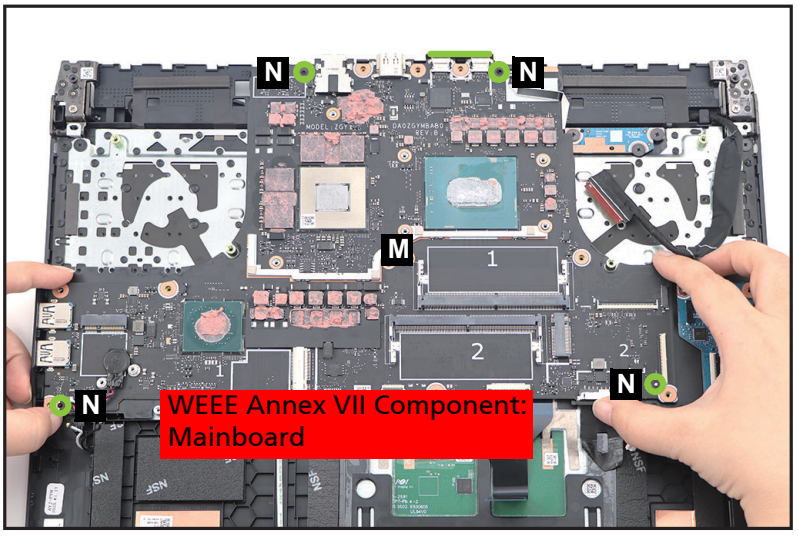

Figure 1-44. Mainboard Removal
13. Release the mainboard (M) from the I/O ports slots and guide pins (N) on the top assembly (Figure 1-44). Then remove the mainboard.